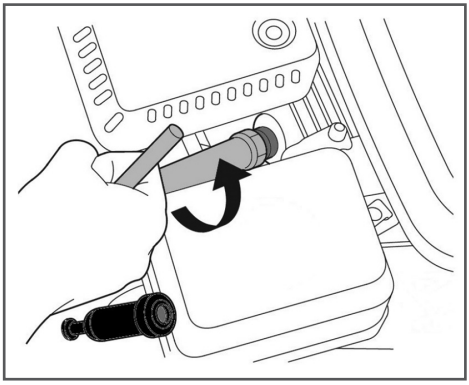

Рис. 25 Обслуживание свечи зажигания
2. Открутите свечу зажигания свечным ключом (Рис. 25).